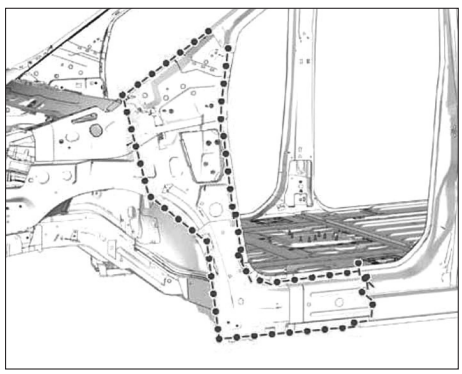

**FIG. 51**
• Préparer les bords d'accostage et les protéger par un apprêt soudable **(Fig.51)**.